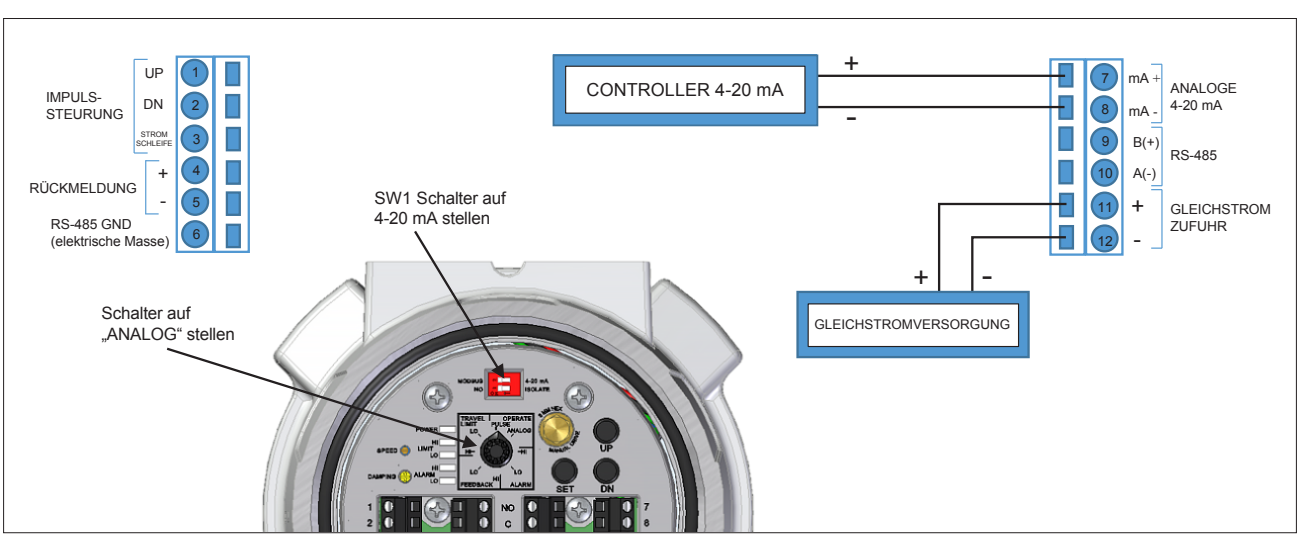

Abbildung 5 *Analogsteuerung 4-20 mA*
2.1 Eine 4-20 mA Signalquelle an die Eingangsklemmen der Analogsteuerung anschließen. (*Siehe Abbildung 5*)